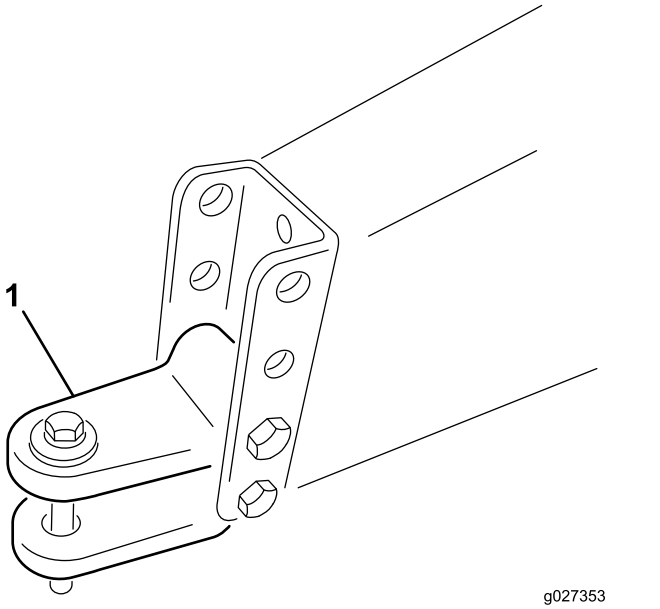

Figure 6
A. Enlevez les boulons et les contre-écrous de fixation de la chape d'attelage (Figure 6) au cadre de la machine.